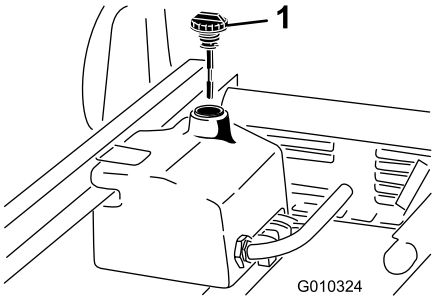

Figur 17
1. Gör rent omkring påfyllningsröret och hydraultanklocket (Figur 17). Skruva av tanklocket på påfyllningsröret.
2. Ta ut oljestickan (Figur 17) ur påfyllningsröret och torka av den med en ren trasa. För in oljestickan i påfyllningsröret, och ta sedan ut den igen och kontrollera oljenivån. Nivån ska vara mellan de två märkena på oljestickan.